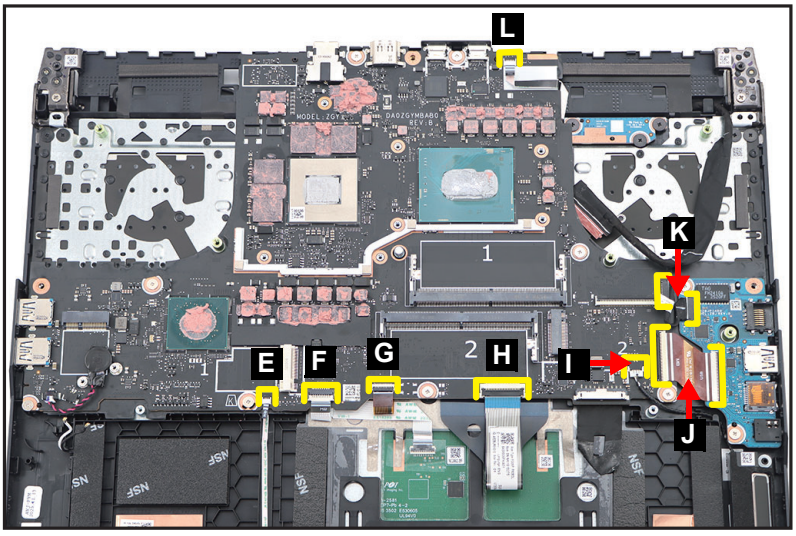

Figure 1-42. Mainboard Removal
4. Disconnect the microphone FFC from the mainboard connector (E) (Figure 1-42).
5. Disconnect the touchpad FFC from the mainboard connector (F) (Figure 1-42).
6. Disconnect the keyboard backlight FPC from the mainboard connector (G) (Figure 1-42).
7. Disconnect the keyboard FPC from the mainboard connector (H) (Figure 1-42).
8. Disconnect the left speaker cable from the mainboard connector (I) (Figure 1-42).
9. Disconnect the USB board FPC (J) from the mainboard and USB board connectors (Figure 1-42).
10. Disconnect the USB power cable (K) from the mainboard and USB board connectors (Figure 1-42).
11. Disconnect the mode key board FFC from the mainboard connector (L) (Figure 1-42).